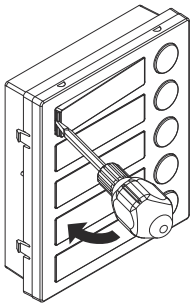

Fig. 79
- Move the screwdriver to the left as shown in **Fig.79** to extract the card name holder;